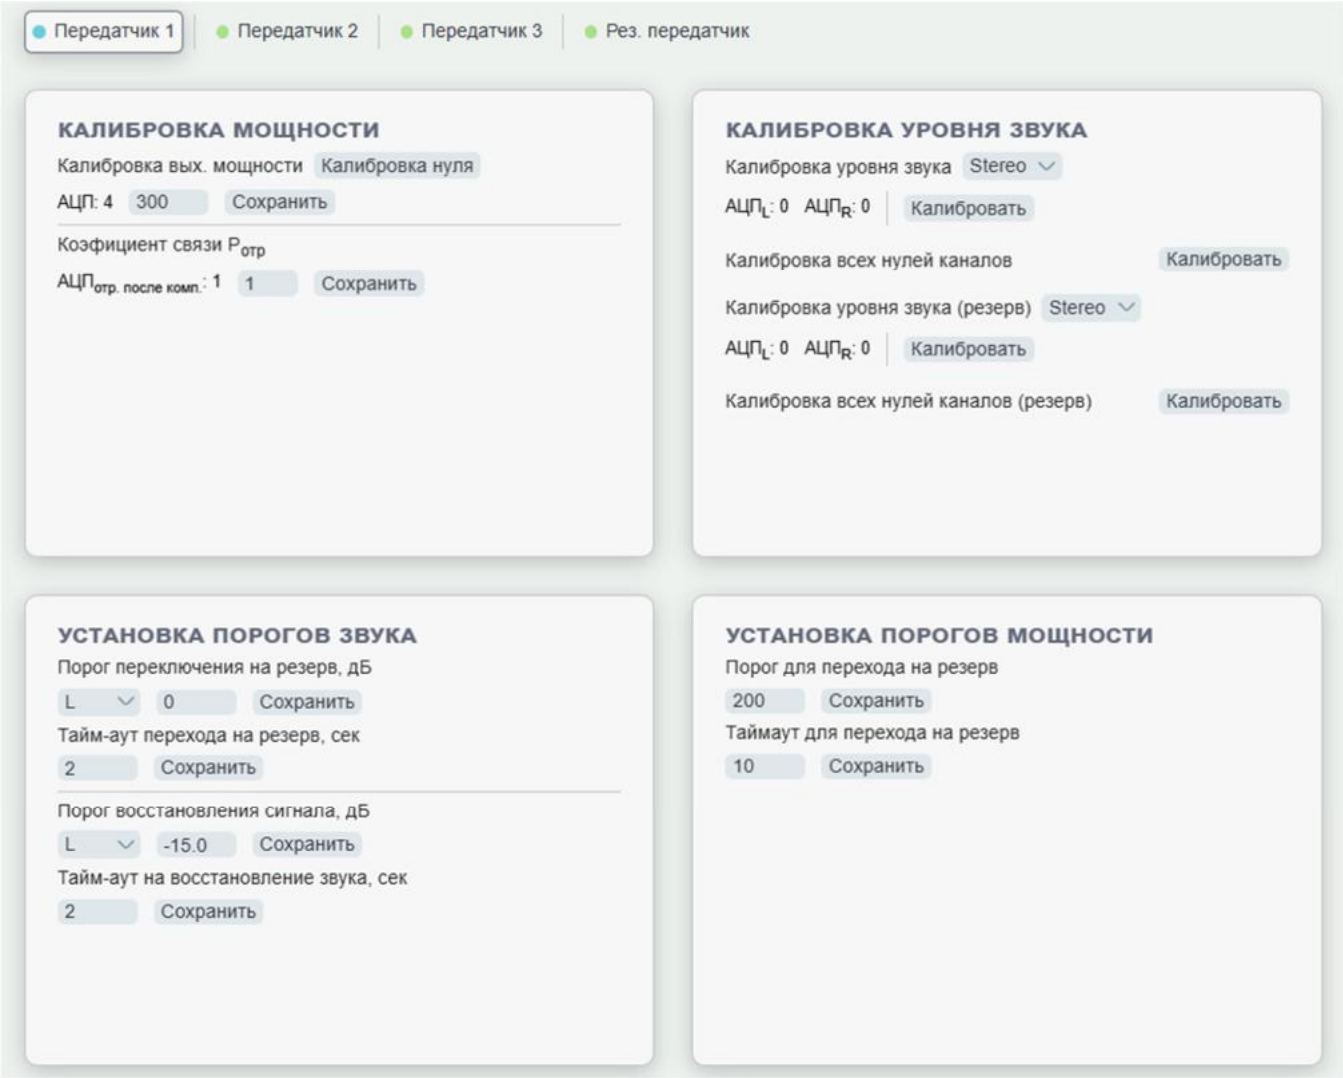
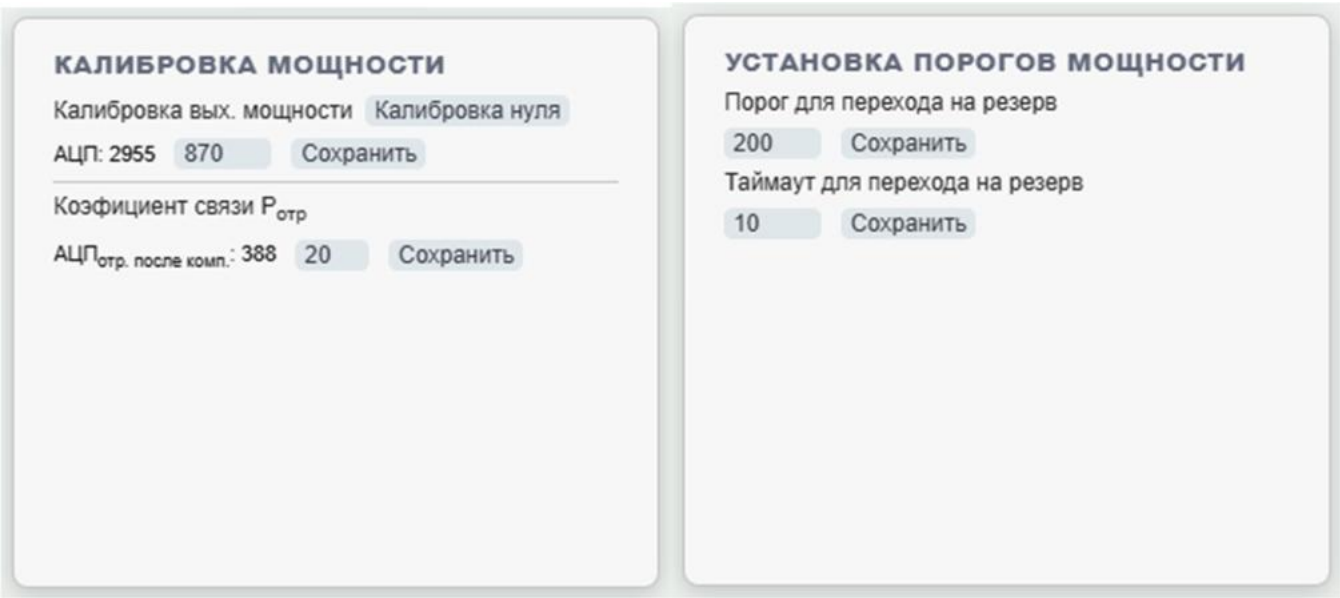
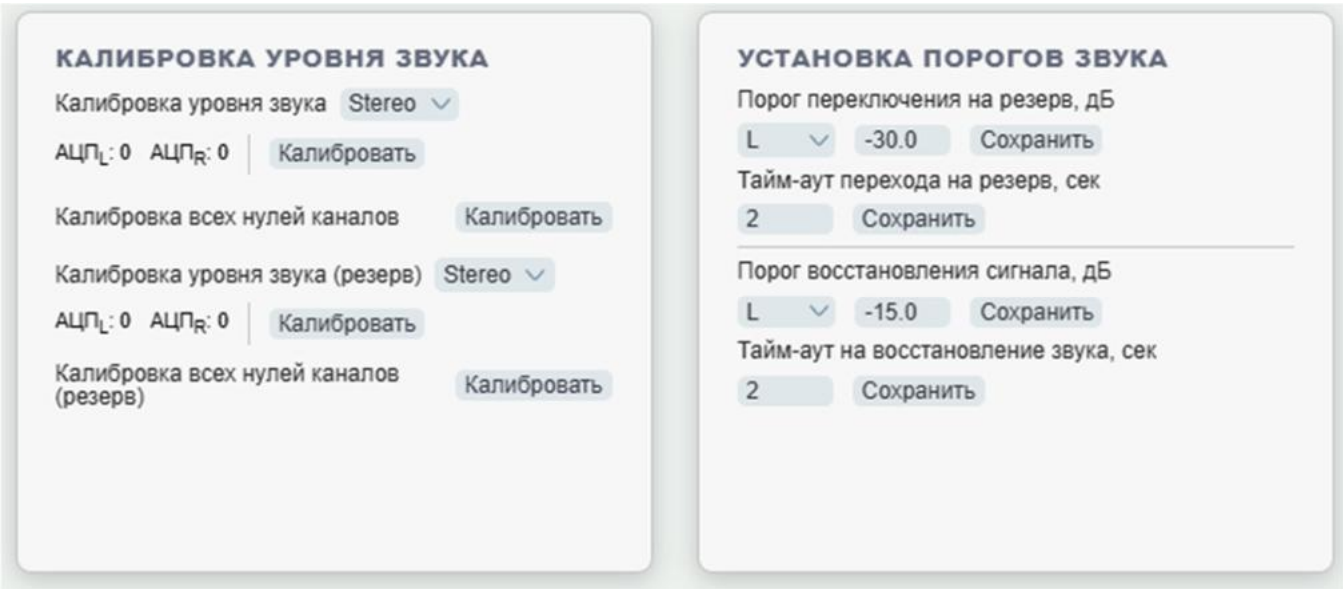

Рисунок 6. Настройка параметров передатчиков САР
Рисунок 7. Область настройки (калибровки) мощности
Рисунок 8. Область настройки (калибровки) звука
10. После настройки параметров, с которыми будет включаться резервный передатчик, перейти во вкладку «Расширенные настройки» – «Управление каналами» (Рисунок 6).
11. Настройка (калибровка) мощности (Рисунок 6 и Рисунок 7).
11.5 В области «Калибровка мощности» ввести установленную номинальную мощность с индикатора передатчик (например, 300 Вт, Рисунок 6).
11.9 Установить в области «Установка порогов мощности» значение мощности, при котором будет переключение на резервный передатчик (например, 500 Вт) (Рисунок 7). После этого установить таймаут (время в секундах) для перехода на резерв. Это время, которое отсчитывается для переключения основного передатчика на резервный, после детектирования пропадания мощности на основном передатчике.
12. Настройка (калибровка) уровня звука (Рисунок 6 и Рисунок 8).